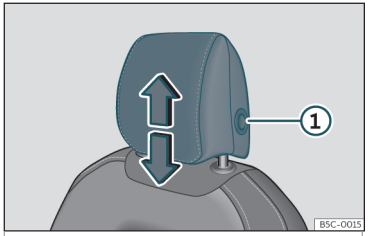
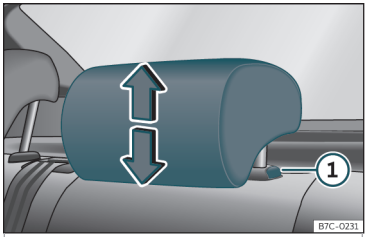

Fig. 97 Asiento delantero: regulación del apoyacabezas.
Fig. 98 Apoyacabezas trasero: regulación del apoyacabezas.
- Agarre el apoyacabezas con ambas manos por los lados y empuje hacia arriba hasta encajarlo en la posición deseada. Para bajarlo, haga la misma acción, pulsando el botón lateral ①>>> **fig. 97** >>> **fig. 98** .
- Presione el botón lateral>>> **fig. 97** ① y extraiga el apoyacabezas.